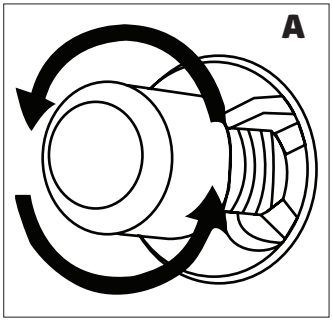

Figura 30
3. Quindi rimuovere la lampadina del forno ruotandola (Vedere figura 30) se di tipo **A**, o tirandola (Vedere fig. 31) se di tipo **B**.